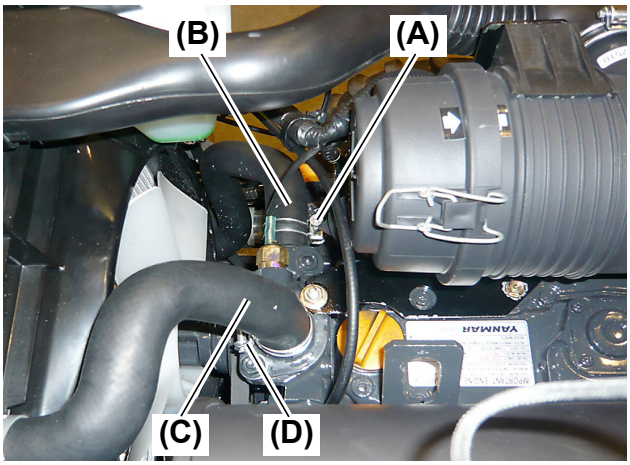

Fig. 6
14. Remove the hose clamp **(Fig. 6, (A))** from the lower radiator hose. Remove the lower radiator hose **(Fig. 6, (B))** from the water pump assembly.
15. Remove the hose clamp for the upper radiator hose **(Fig. 6, (D))** and remove the upper radiator hose **(Fig. 6, (C))** from the thermostat cover.